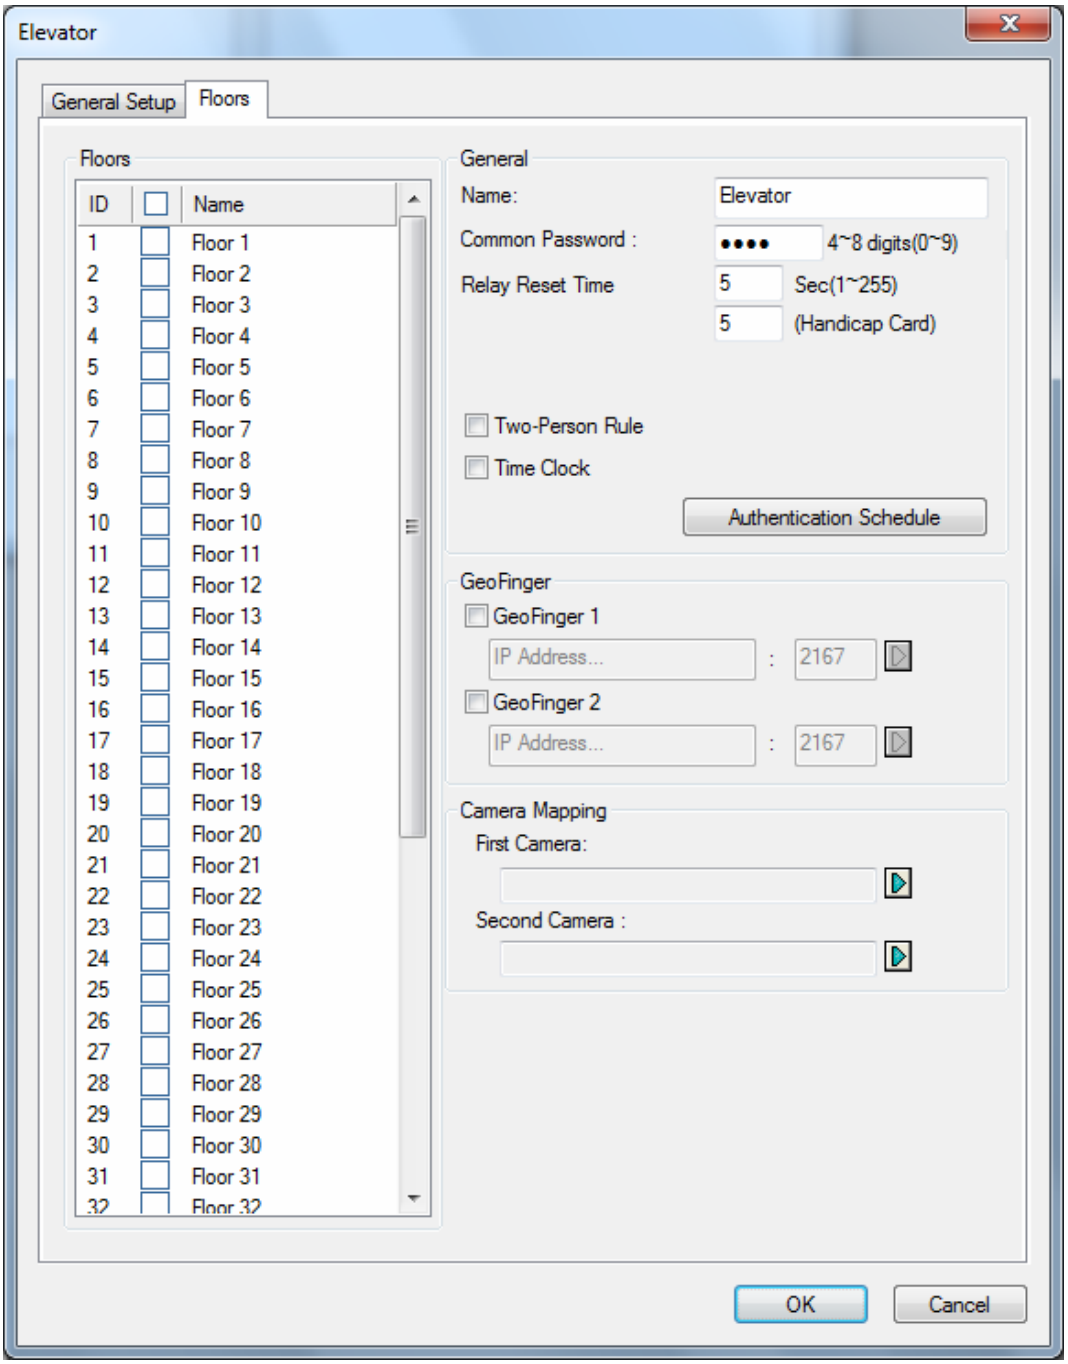

Figure 4-8
1. On the Card List window (Figure 4-8), select desired cards using Ctrl + left click.